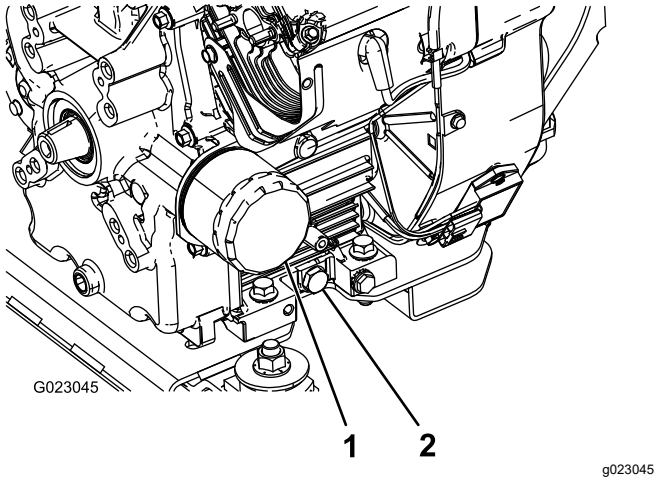

Figure 44
5. Enlevez le bouchon de vidange (Figure 44).
2. Déposez le filtre à huile (Figure 44).
5. Posez le filtre à huile de rechange sur l'adaptateur. Tournez le filtre dans le sens horaire jusqu'à ce que le joint touche l'adaptateur, puis donnez 1/2 tour supplémentaire (Figure 44).